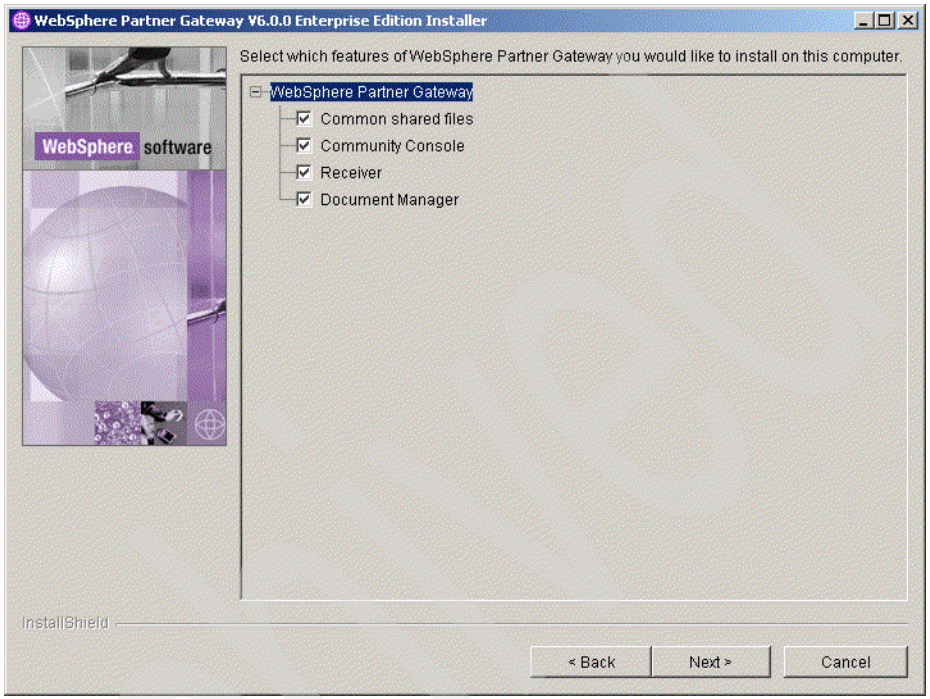

Figure 5-28 Select all required components
5. Specify which components are going to run on this system (see Figure 5-28). Because we intend to create a single server, we select all components. Click **Next.**